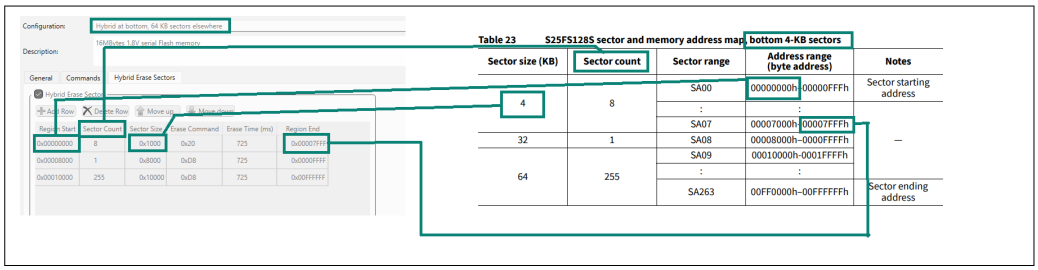

Figure 8 Sector data
2. *The markup in Figure 8 is shown only for 4 KB sectors. The remaining two sector data for the bottom hybrid configuration also need to be filled similarly for the configuration to work*